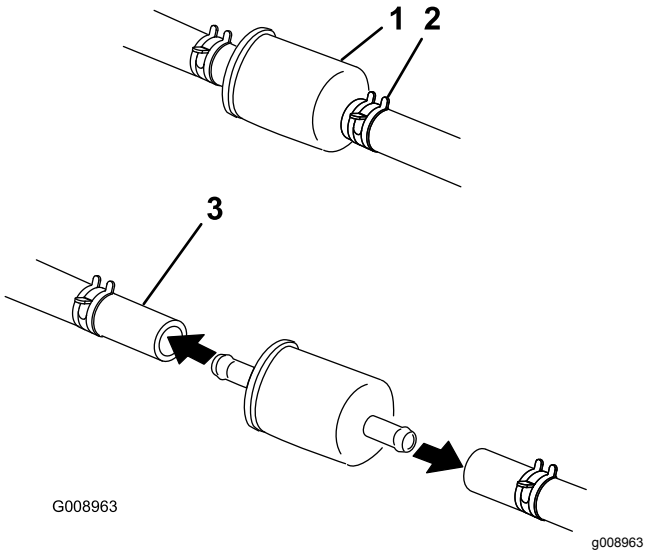

**Figur 62**
4. Stäng bränslekranen under sätet (Figur 62).
5. Kläm ihop ändarna på slangklämmorna och skjut bort dem från filtret (Figur 62).
7. Montera ett nytt filter och för tillbaka slangklämmorna tätt intill filtret igen (Figur 62).